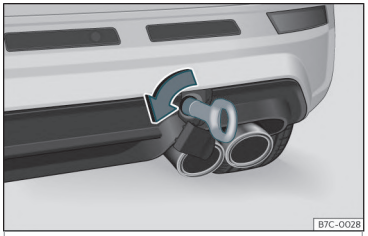

Fig. 44 Pe partea dreaptă a barei de protecție spate: inel de tractare pe poziție.
- Înșurubați inelul de tractare în carcasă, prin rotire completă **în sens antiorar**››› fig. 44 ››● . Utilizați un obiect adecvat, care să permită strângerea completă și sigură a inelului de tractare pe carcasă.